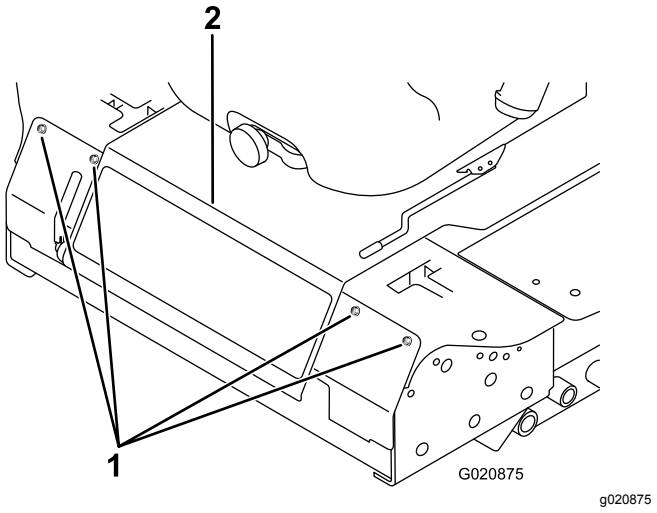

Rysunek 48
3. Usuń śruby mocujące panel przedni i zdejmij go (Rysunek 48).